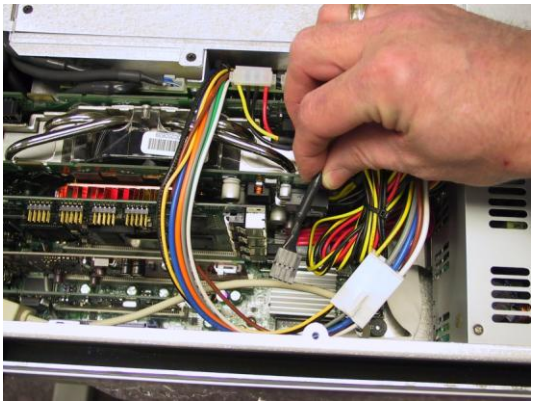
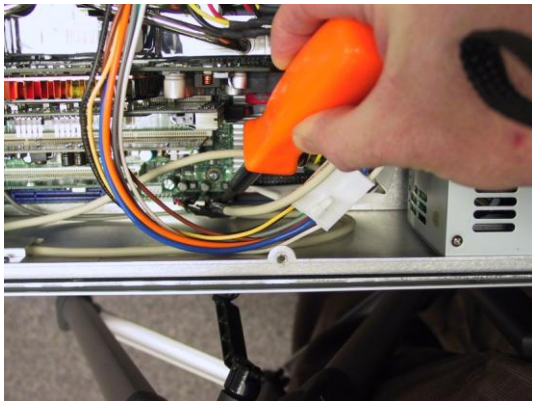

Figure 2-17
Figure 2-18
12) Connect the USB cable to the motherboard's USB header as illustrated in Figure 2-17(the screwdriver in Figure 2-18 is simply indicating the position of this header).